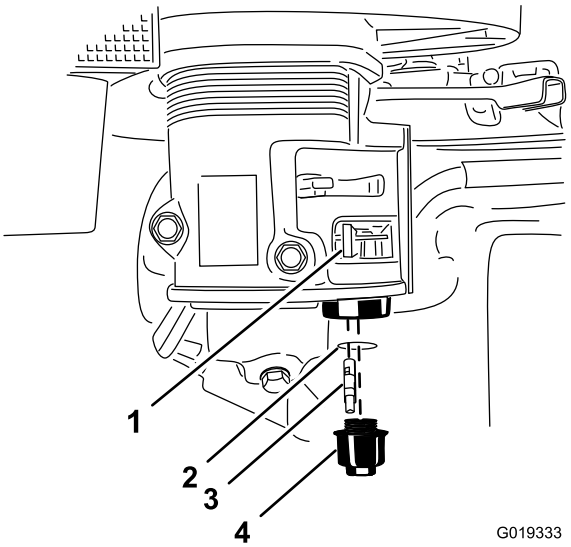

Figura 61
3. Mueva la palanca de la válvula de combustible a la posición de Cerrado, totalmente hacia la izquierda (Figura 61).
4. Desenrosque la taza de sedimentos (Figura 61).
5. Retire el filtro de combustible y la junta tórica (Figura 61).
8. Instale el filtro de combustible en la parte inferior del carburador (Figura 61).